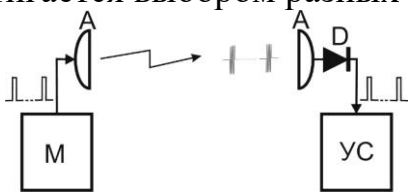
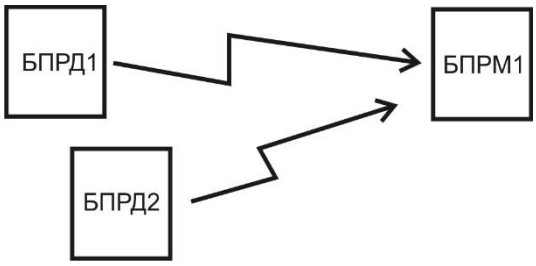

Рис. 6.7
Рис. 6.8
6.3.5.2 Антенна А БПРД, под управлением модулятора М, излучает в направлении антенны А БПРМ радиоимпульсы (см. рис. 6.7). Радиоимпульсы с выхода антенны А (БПРМ) поступают на детектор D, с выхода которого – на узел синхронизации УС. УС определяет их положение во времени и пропускает в узкие «вре менные ворота» для обработки и принятия решений. Идентификация «собственного» БПРД1 (рис.6.8) при «засветке чужим», рядом установленным, БПРД2 достигается выбором разных частотных литер БПРД1 и БПРД2, см п. 6.3.2.2.